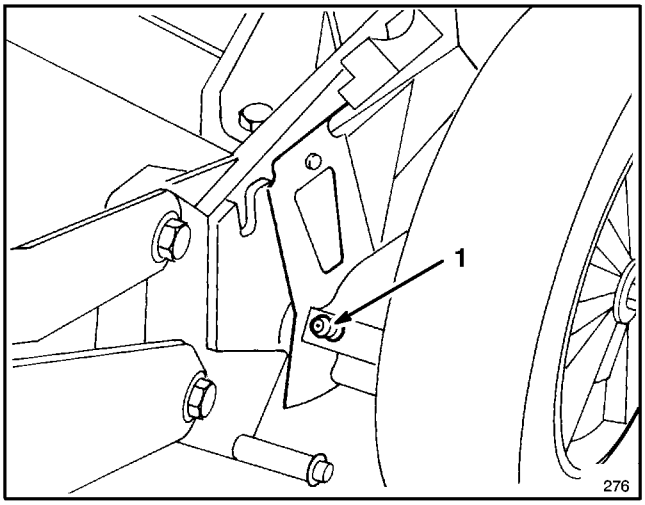

Figure 28
2. Move rear wheel height—of—cut levers to "C" setting. Wipe grease fittings with clean rag (Fig. 28). Install grease gun onto fitting and gently apply 2 or 3 pumps of #2 Multi—Purpose Lithium Base Grease. Excess pressure may damage seals.